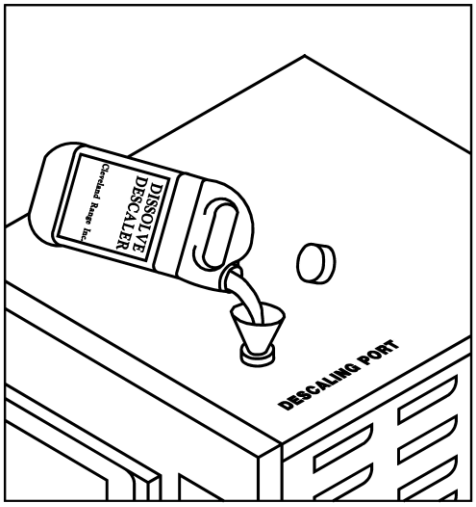

Figure 6-1
5) Remove descaling port cap (see Figure 6-1)